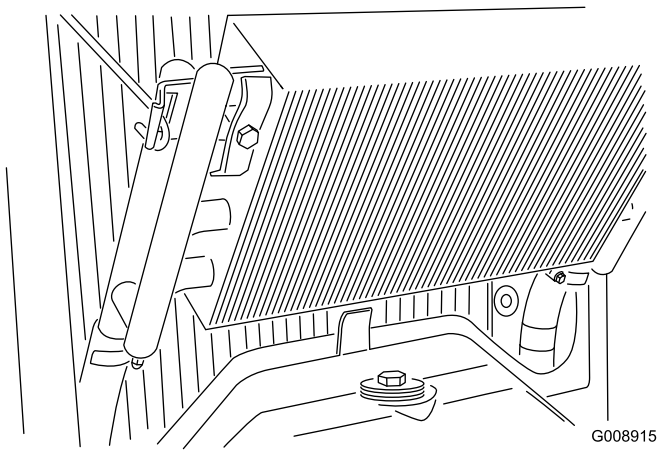

Figur 67
4. Løsne oljekjøleren, og vri den bakover (Figur 67).